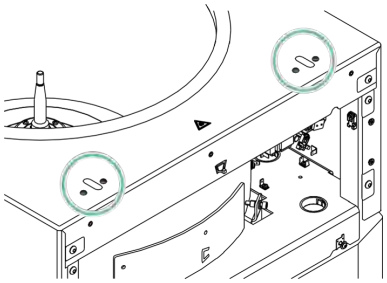

Fig. 57: Lid lock screws
Hold onto the lid lock and screw the two screws of the left and right lid lock out of the housing and remove (*Fig. 57*).
2. Screw the lid lock onto the housing at the left and right, each with 2 screws (*Fig. 57*).